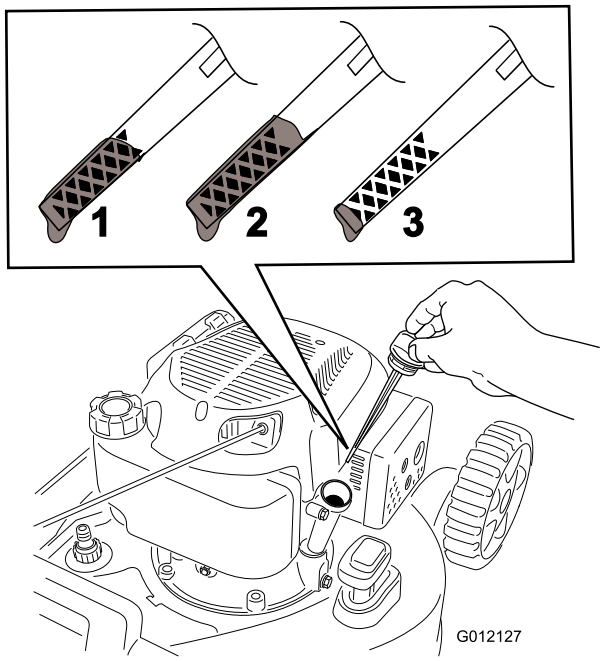

Figur 21
9. Ta ut oljestickan och läs av oljenivån (Figur 21).